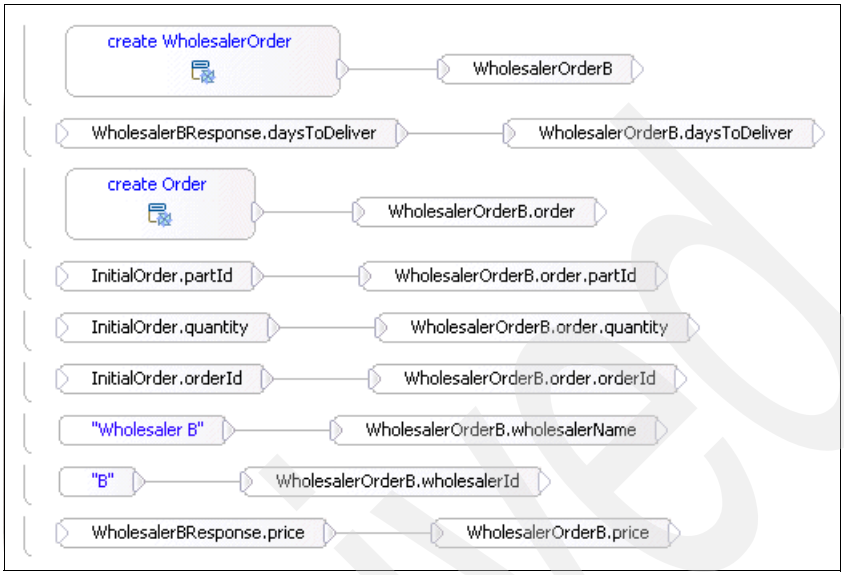

Figure 13-36 The Create WholesalerOrder Properties page: Details tab
6. Build the Create WholesalerOrder visual snippet as shown in Figure 13-36.